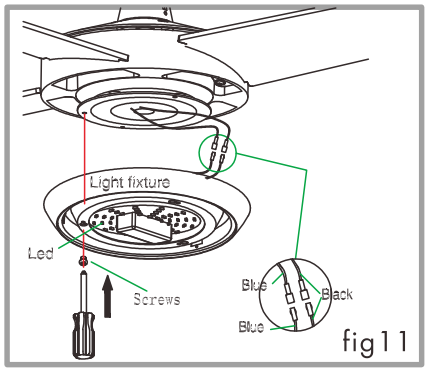

fig11
3) Put the LED (with magnet) onto the lamp panel, connect the wire : Blue to Blue, Black to Black. (fig 11)